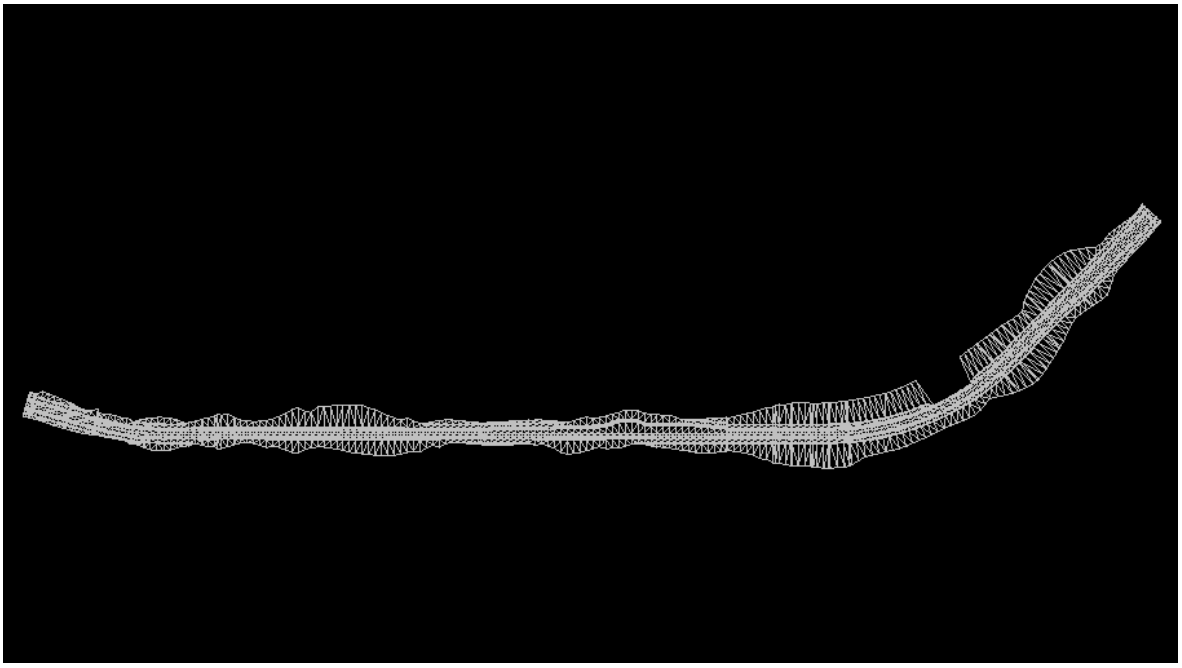

Figure L8-89 MicroStation View
- Ensure your view in MicroStation matches that shown in *Figure L8-89*.